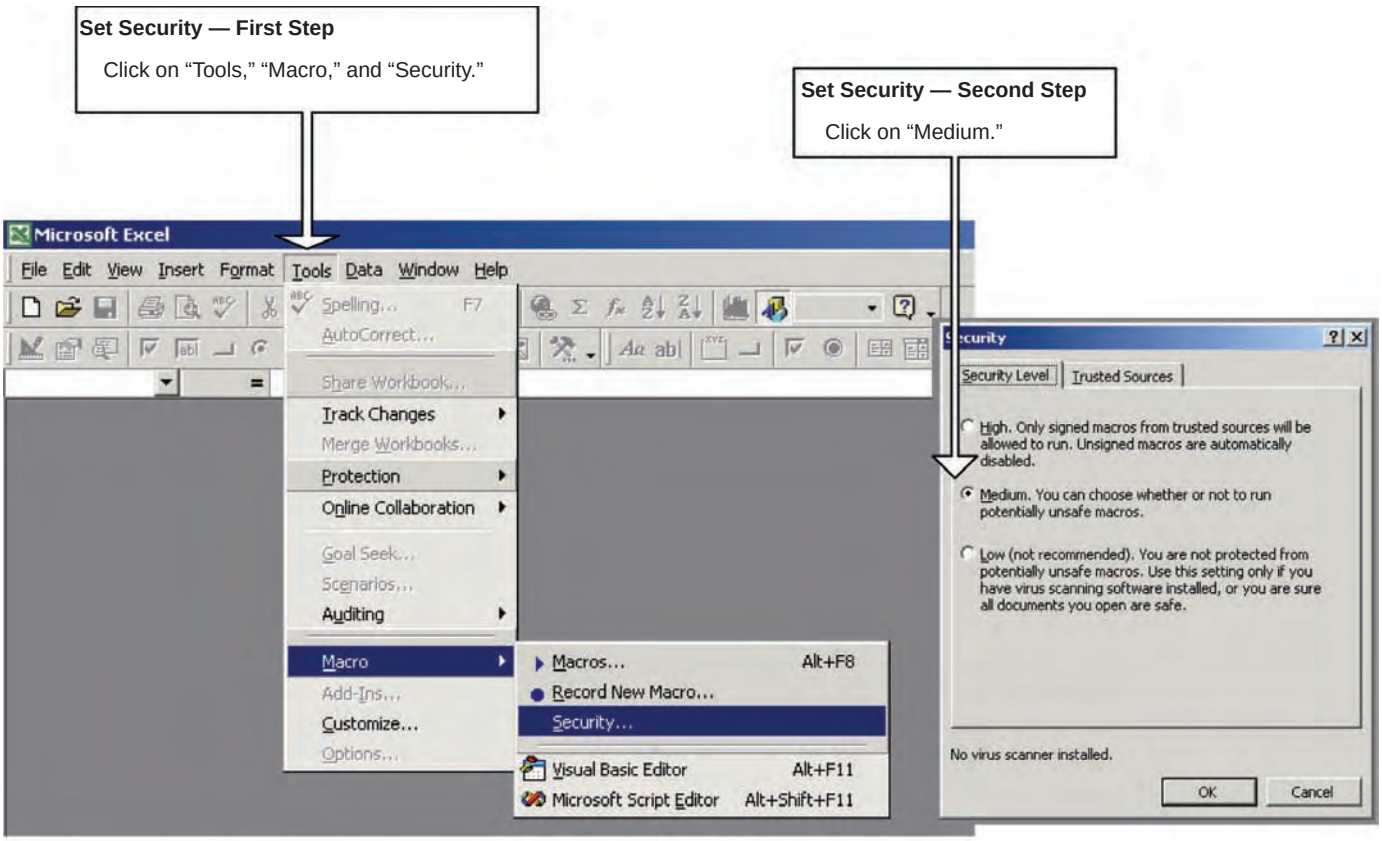

Figure 1. These directions provide instructions for enabling macros in Excel 2000® operating systems.
This spreadsheet contains many macros performing a wide variety of functions. Without these macros, many of the critical spreadsheet functions will be lost. In Excel 2000®, two steps (*Figures 1* and *2*) are necessary to allow the use of macros:
a. Enabling Use of Macros *(Figure 1)*. When Excel 2000® is opened (without the FNMP$ application), the security level for Excel must be set to "Medium." To do this, click on the "Tools" button on the menu bar; then "Macro;" and then "Security." This will expose the Security window. Click on the "Medium" setting.